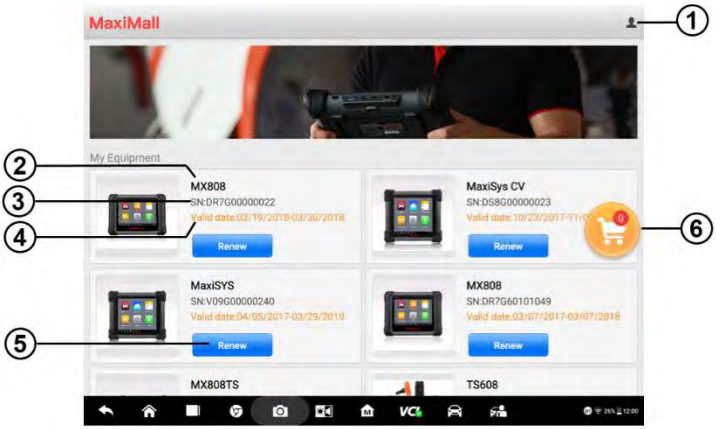

**Figure 19-1** ***MaxiMall Homepage***
1. Tap the **Renew** button as shown in **Figure 19-1.**